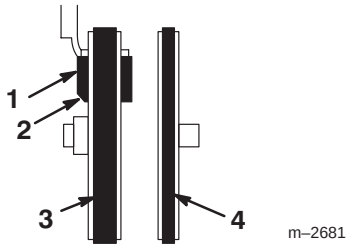

Figur 31
17. Se till att bromsklossen är rätt monterad på bromsarmen. Sätt den vinklade kanten på bromsklossen som visas i figur 31.
13. Se till att bromsklossen är rätt monterad på bromsarmen. Sätt den vinklade kanten på bromsklossen som visas i figur 31.